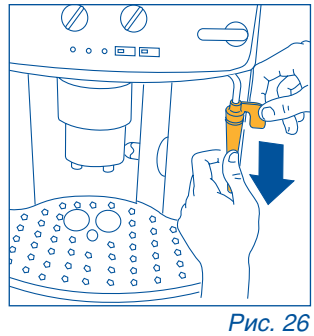

Рис. 26
- Снимите паровое сопло с трубки, потянув его вниз, рис. 26.